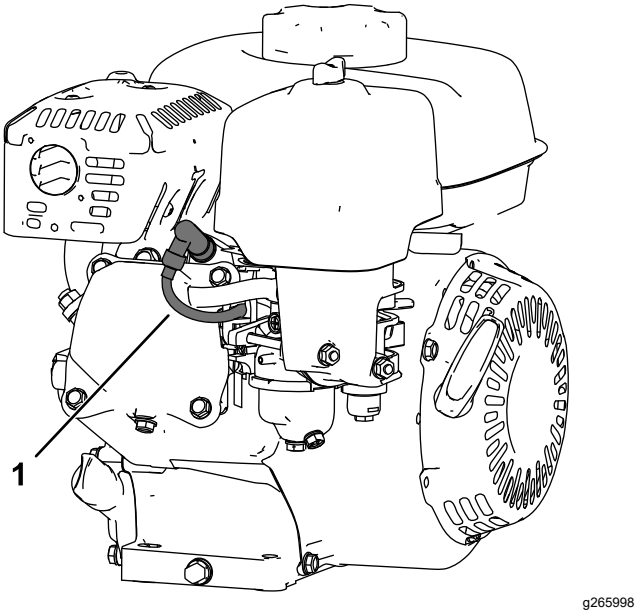

Rysunek 23
5. Odłącz przewód od świecy zapłonowej (Rysunek 23).